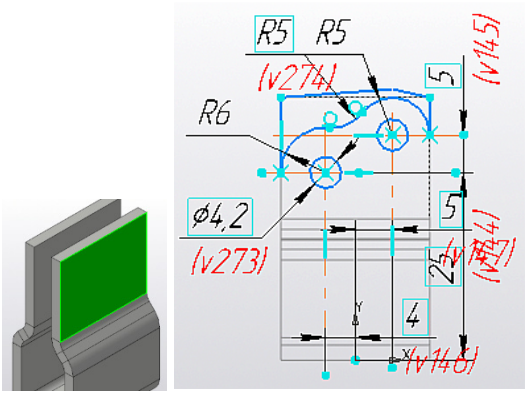
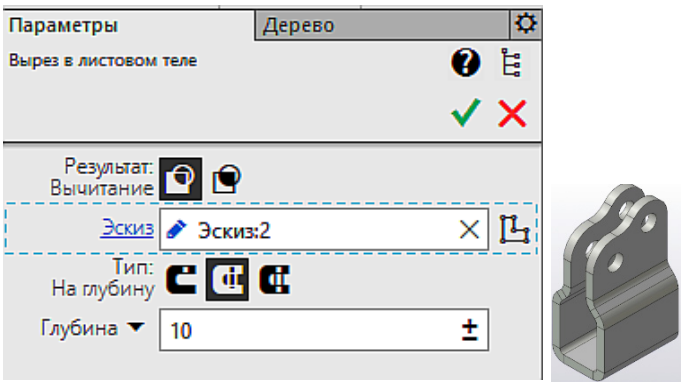

Рис. 1.10
Рис. 1.11
7. Выделите курсором грань вверху захвата. Создайте показанный эскиз, указав размеры (рис. 1.10). Закройте эскиз. На панели Элементы тела выберите Вырез в листовом теле, далее на вкладке Параметры укажите: Результат Вычитание; Тип На глубину; Глубина 10. После этого нажмите Создать объект ✓, чтобы получить показанное изображение (рис. 1.11).